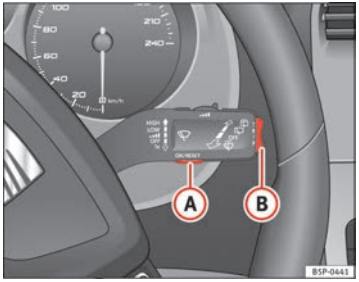
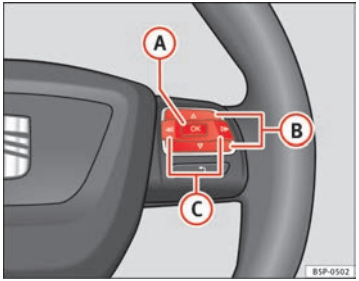

Fig. 45 Windscreen wiper lever: button A to confirm the menu selection and rocker switch B to change the menu
Fig. 46 Steering wheel controls: button A to confirm the menu selection and switch B to change the menu
– Press button (A) on the windscreen wiper lever. The **Configuration** menu is opened.
– To access the “Configuration” menu, press button (C) ⇒ page 68, fig. 46 until the menu is displayed. Now you are in this menu.
– Select option **Winter tyres** using switch (B).
– Press button (A). The menu **Winter tyres** is opened.
– Use button (B) to select the option **+10 km/h** or **–10 km/h** and press button (B) to either increase or decrease the set speed.
– Use switch (B) to select the menu point **On / Off** and press the button to switch the speed warning on or off. If the speed warning is deactivated, three dashes will be displayed **---**
– To change from one memory to another, briefly press button A ⇒ page 68, fig. 45 ⇒ page 68 on the windscreen wiper lever or the OK button on the multifunction lever ⇒ page 68, fig. 46 ⇒ page 68 while the ignition is switched on. ▶
The following data can be viewed on the multifunction display using the rocker switch (B) ⇒ page 68, fig. 45 ⇒ page 68 on the windscreen wiper lever or by pressing button [△] or [▽] ⇒ page 68, fig. 46 on the multifunction steering wheel*.